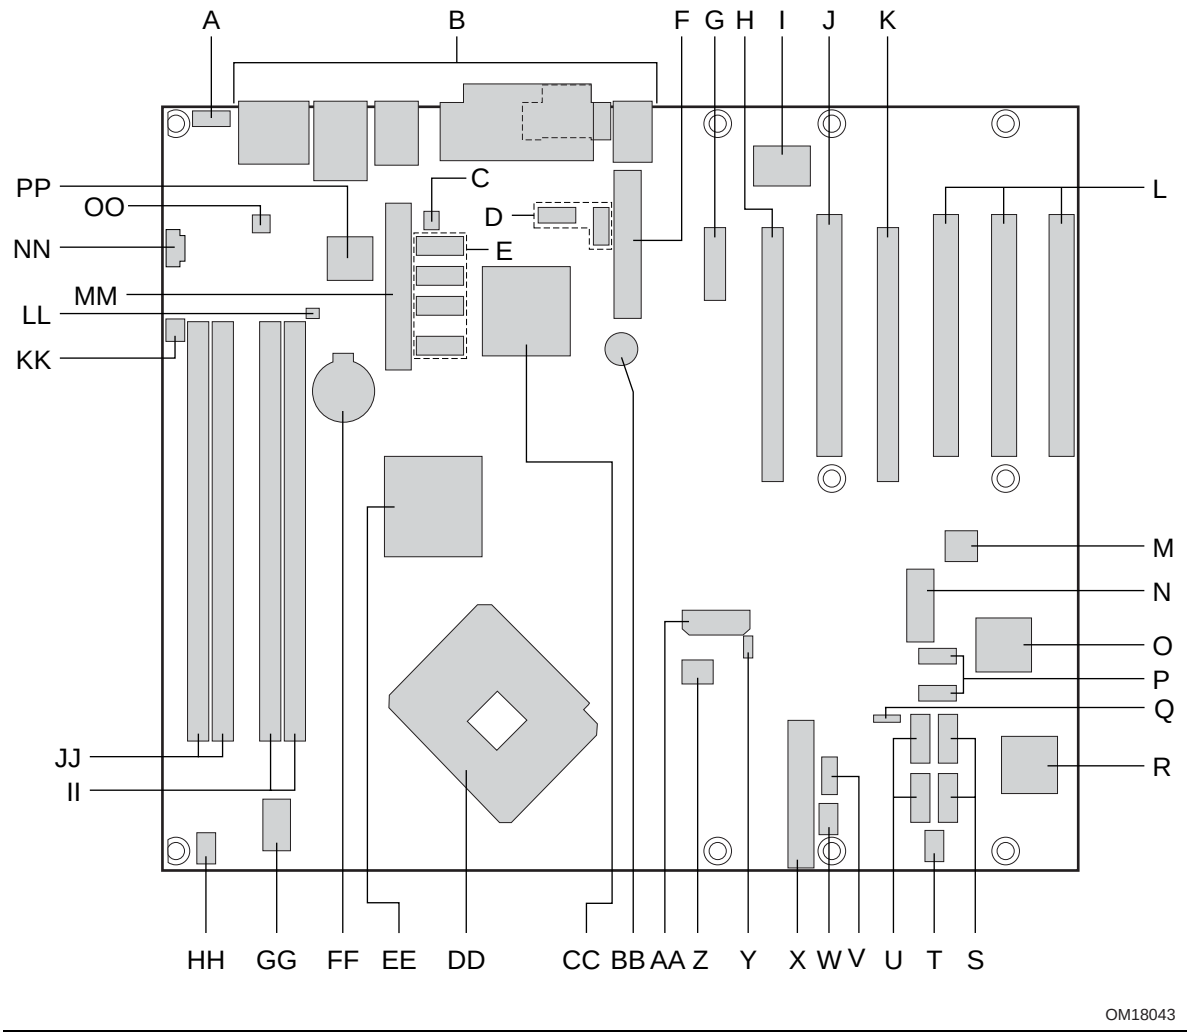

Figure 1. Desktop Board Components
3. Components Shown in Figure 1 13
Figure 1 shows the location of the major components.
Table 3 lists the components identified in Figure 1.
Table 3. Components Shown in Figure 1
Item/callout from Figure 1	Description